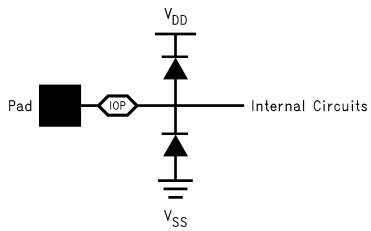

Figure 2.
(1) To ensure accuracy, it is required that |V_{DDA}–V_{DDIO}| ≤ 100 mV and separate bypass capacitors are used at each power supply pin.
(2) With the test condition for 2 V_{P-P} differential input, the 10-bit LSB is 1.95 mV.
(3) Typical figures are at T_A = T_J = 25°C and represent most likely parametric norms. Test limits are specified to Texas Instrument's AOQL (Average Outgoing Quality Level).
(4) The analog inputs are protected as shown below. Input voltage magnitude up to 500 mV beyond the supply rails will not damage this device. However, input errors will be generated if the input goes above V_{DDA} or V_{DDIO} and below V_{SSA} or V_{SSIO}. See Figure 2
(5) The input bandwidth is limited using a capacitor between V_{IN}^- and V_{IN}^+.
(6) VCOM is a typical value, measured at room temperature. It is not specified by test. Do not load this pin.
(7) I_{DDIO} is the current consumed by the switching of the output drivers and is primarily determined by load capacitance on the output pins, the supply voltage, V_{DR}, and the rate at which the outputs are switching (which is signal dependent). I_{DR} = V_{DR} x (C_0 x f_0 + C_1 x f_1 + C_2 + f_2 +....C_{11} x f_{11}) where V_{DR} is the output driver supply voltage, C_n is the total load capacitance on the output pin, and f_n is the average frequency at which the pin is toggling.
(8) Power consumption includes output driver power. (f_{IN} = 0 MHz).
(1) The analog inputs are protected as shown below. Input voltage magnitude up to 500 mV beyond the supply rails will not damage this device. However, input errors will be generated if the input goes above V_{DDA} or V_{DDIO} and below V_{SSA} or V_{SSIO}. See Figure 2
(2) Optimum dynamic performance will be obtained by keeping the reference input in the +1.2V.
(2) Timing specifications are tested at TTL logic levels, V_{IL} = 0.4V for a falling edge, and V_{IH} = 2.4V for a rising edge.